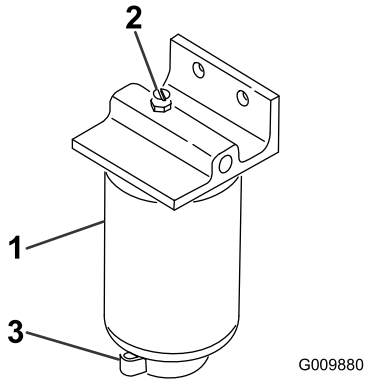

Figur 63
2. Løsn aftapningsventilen i bunden af filterskålen (Figur 63).
1. Rengør området, hvor filterskålen monteres (Figur 63).